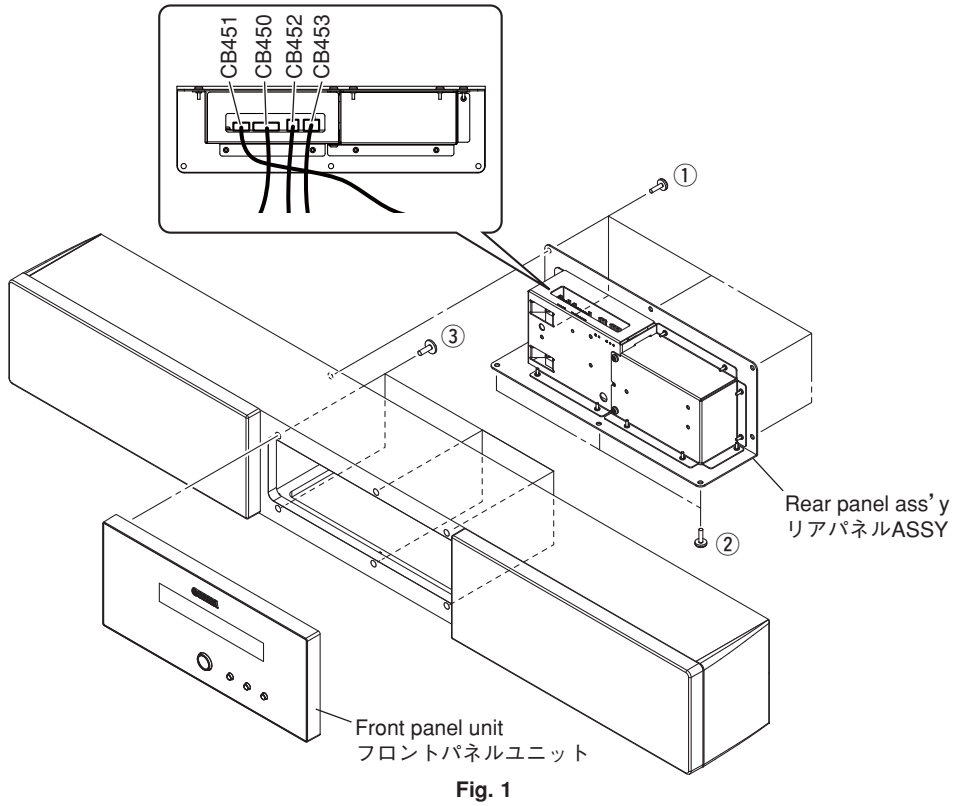

Fig. 1
a. Remove 5 screws (①) and 3 screws (②). (Fig. 1)
b. Remove CB450-453. (Fig. 1)
c. Remove the rear panel ass'y. (Fig. 1)
a. Remove 6 screws (③). (Fig. 1)
b. Remove the front panel unit. (Fig. 1)
a. ① のネジ 5 本、② のネジ 3 本を外します。 (Fig. 1)
b. CB450-453 を外します。 (Fig. 1)
c. リアパネル ASSY を取り外します。 (Fig. 1)
a. ③ のネジ 6 本を外します。 (Fig. 1)
b. フロントパネルユニットを取り外します。 (Fig. 1)